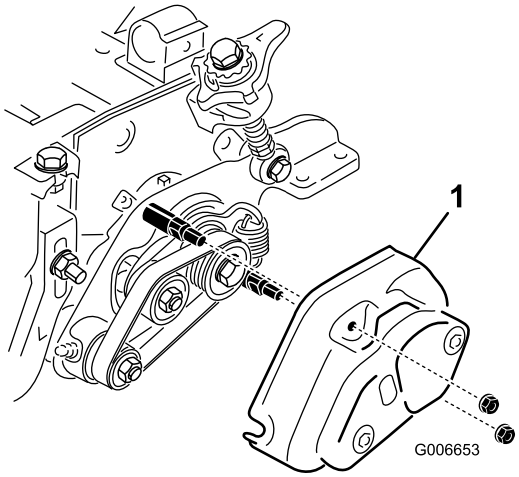

Figur 49
8. Kontrollera att muttrarna på trimsatsenhetens och rullborstens kåpa (Figur 49) inte har dragits åt för hårt.